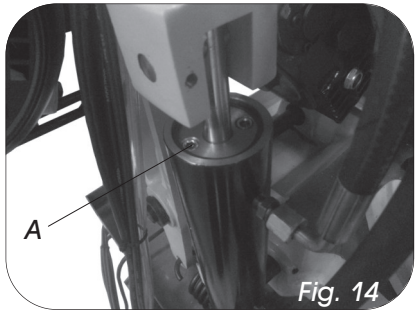

Fig. 14
- Remove the screw on top of the hydraulic cylinder (Fig.14, A) and fit a 1/8" bsp tail pipe fitting into its place.